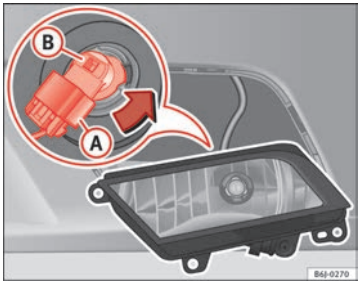

Fig. 163 Front fog light
– Remove connector ⇒ Fig. 163 (A) from the bulb.
– Turn bulb holder ⇒ Fig. 163 (B) to the left and pull.